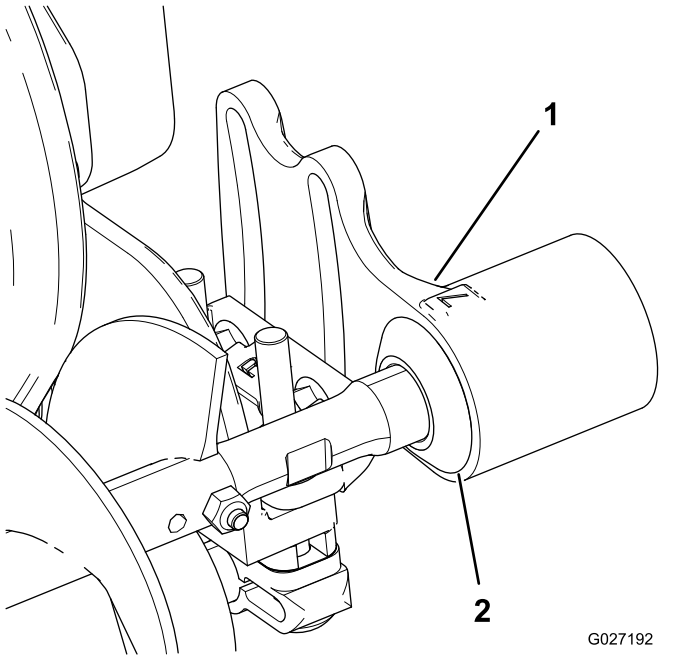

图 10
1. 向外滑动每个防尘圈直到唇形密封圈与每个轴承座轻轻接触 图 10。